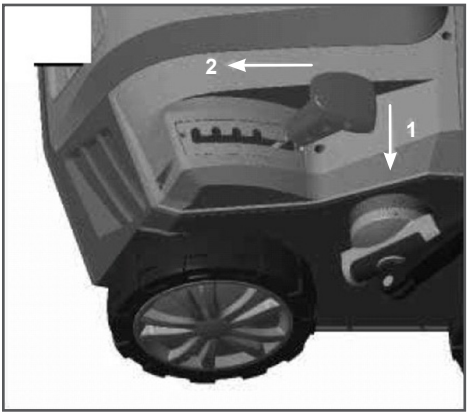

Рис. 8 Регулировка глубины обработки
Глубина обработки устанавливается с помощью рычага регулировки. Потяните рычаг влево (1) по ходу движения (1) и выведите его из зацепления механизма, а затем сдвиньте его вперед или назад (2), как показано на Рис. 8, и установите его в нужное положение (1/2/3/4). Убедитесь, что рычаг зафиксирован правильно!